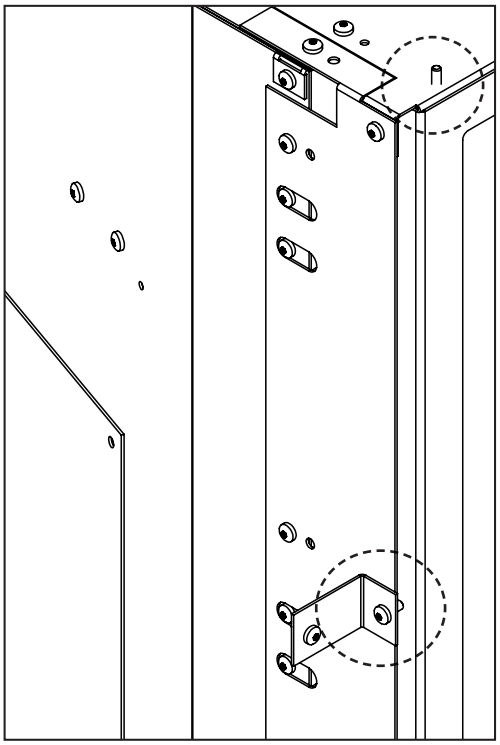

Figure 33: Panel Bracket Installed and Pin Location
2. Install the Trimmable Panel, **WITH THE FLANGES FACING OUT**, onto the Side Extensions and in front of the Panel Brackets by hooking the Panel's top flange onto the alignment pins on top of the Top Extension (See Figure 33).